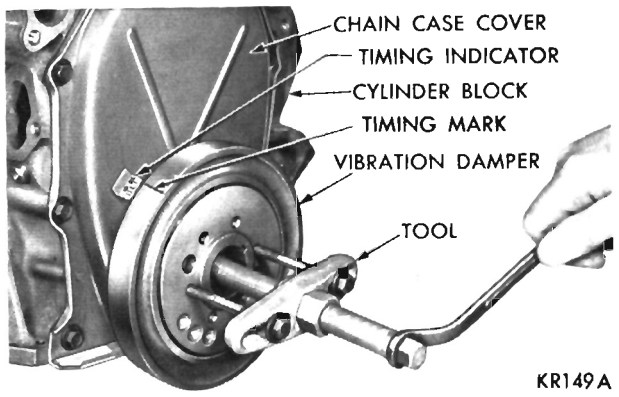

Fig. 23—Removing Vibration Damper Assembly
(1) Drain cooling system and remove radiator and water pump assembly.
(2) Remove crankshaft vibration damper attaching bolt.
(3) Remove two of the pulley bolts, install Tool C-3688, and pull damper assembly off end of crankshaft (Fig. 23).
(4) Remove chain cover and gasket. **It is normal to find particles of neoprene collected between seal retainer and crankshaft oil slinger after seal has been in operation.**